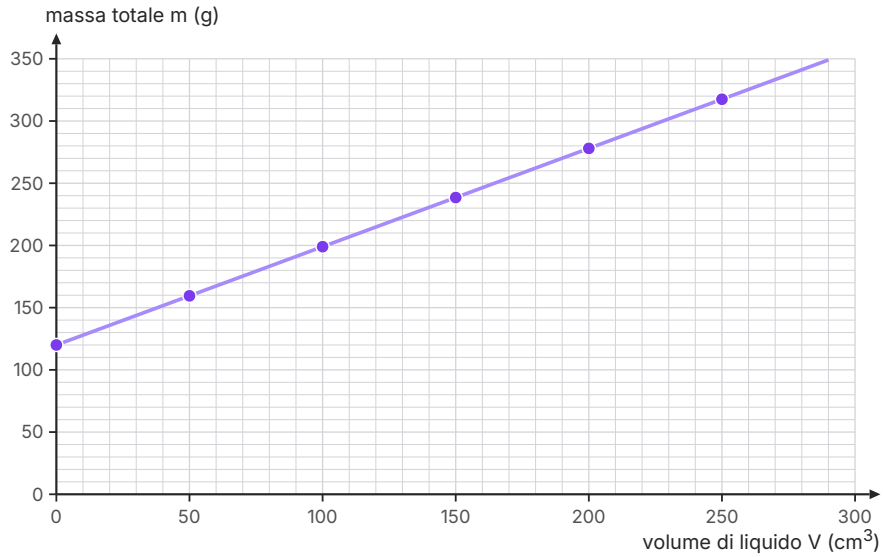

Figura 5.8 Massa totale (contenitore più liquido) in funzione del volume di liquido versato, per l'esercizio 17.
17. ●● Un contenitore viene posto su una bilancia e riempito con quantità crescenti di un liquido; la Figura 5.8 riporta la massa totale in funzione del volume di liquido. a) Leggi sul grafico la massa del contenitore vuoto. b) Calcola la pendenza della retta e spiega che cosa rappresenta. c) Con la Tabella A.6 dell'Appendice, individua il liquido. d) Scrivi la legge.